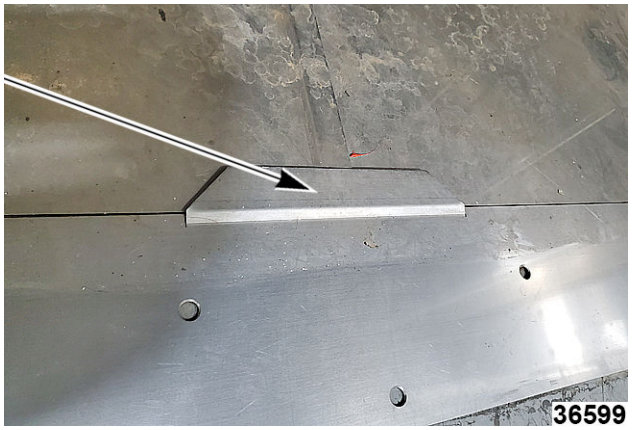

Fig. 47
8. Slide threshold under door jamb, ensuring the three threshold tabs (Fig. 47) are installed over oven floor.